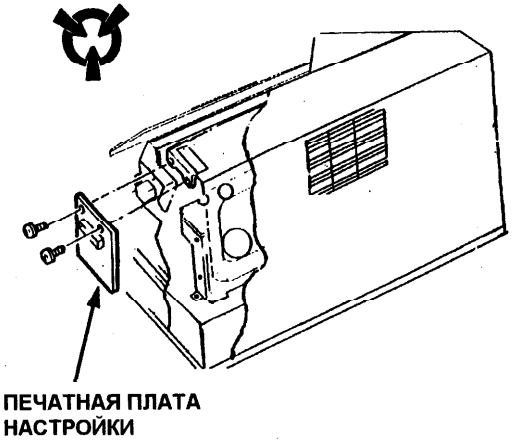

Рис. 1. Печатная плата настройки
3. Отвинтите два винта, крепящих печатную плату настройки к экрану, и отсоедините ее от драйверной печатной платы (Рис. 1).